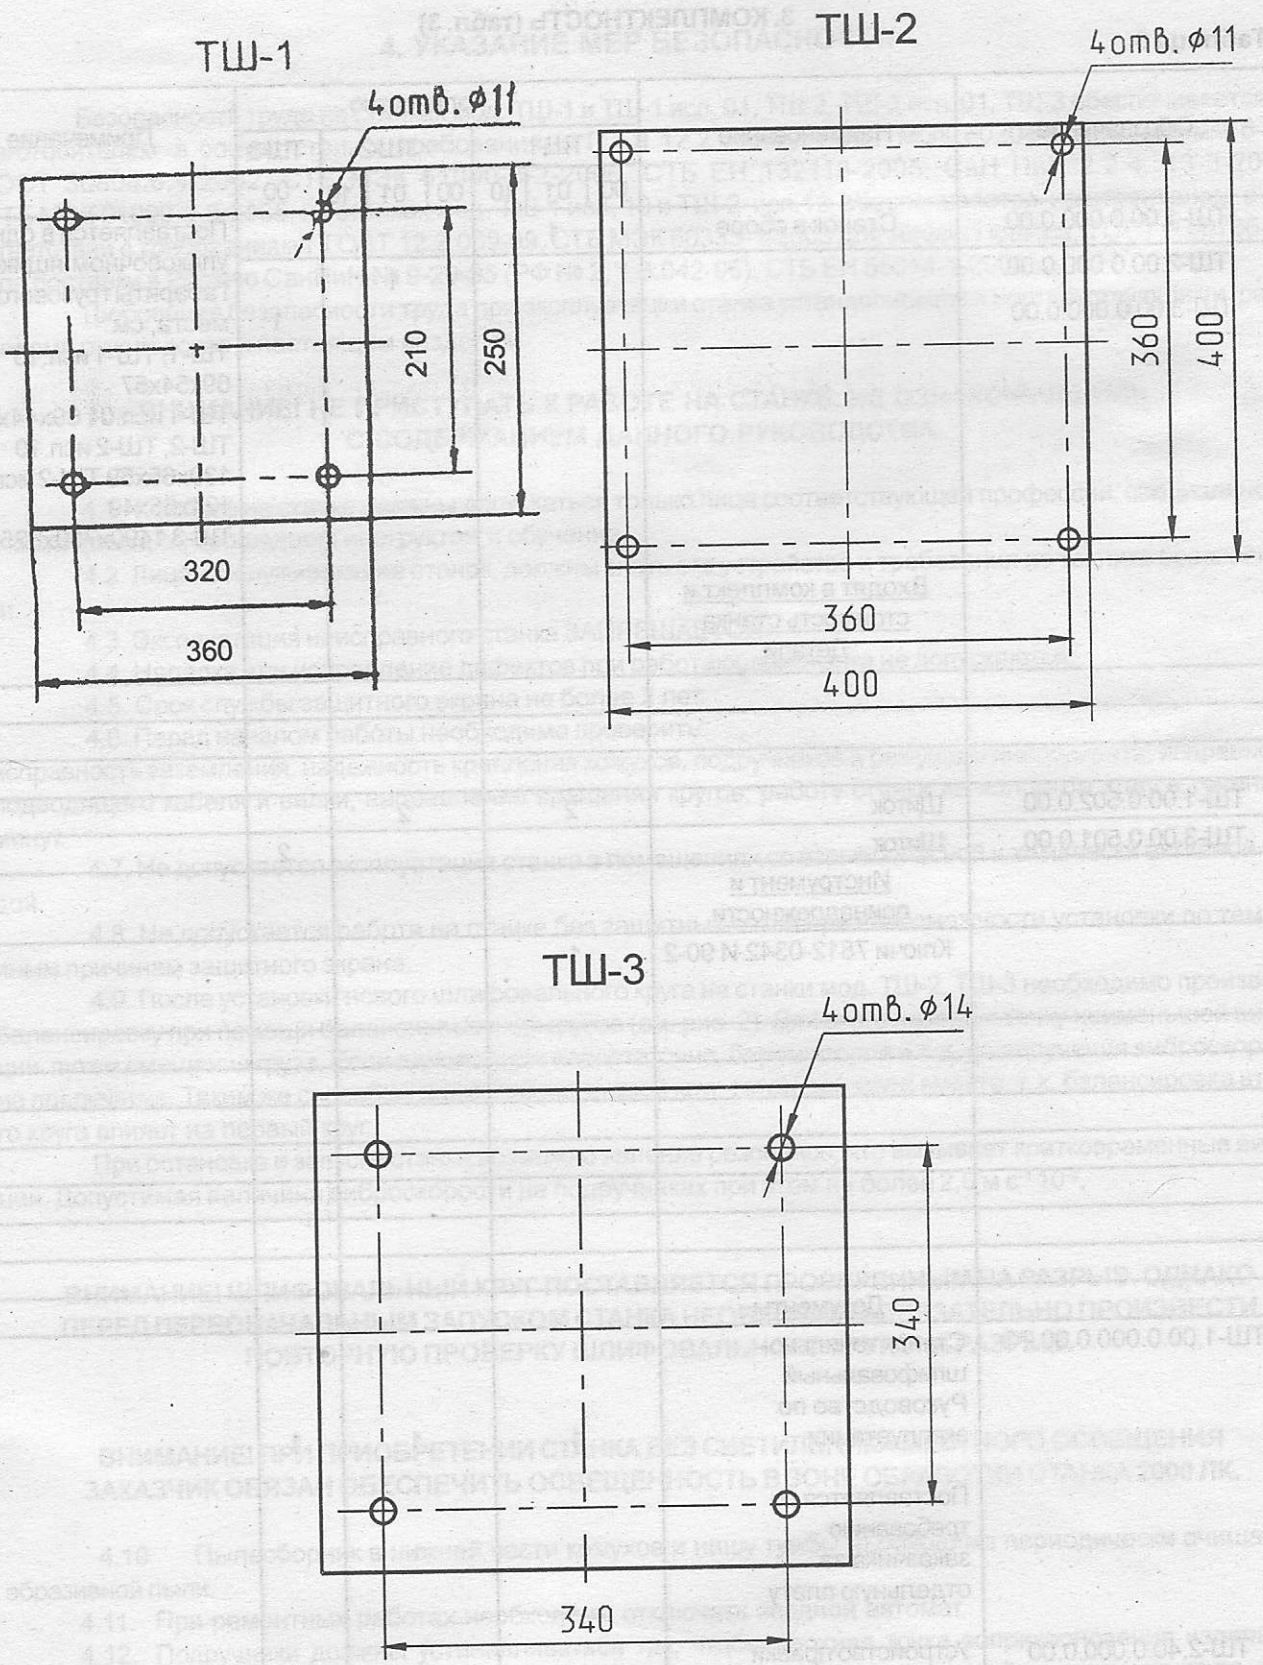

Рис. 3. Опорная поверхность тумбы, вид снизу
2.2.2. Крепление станка (рис. 3)